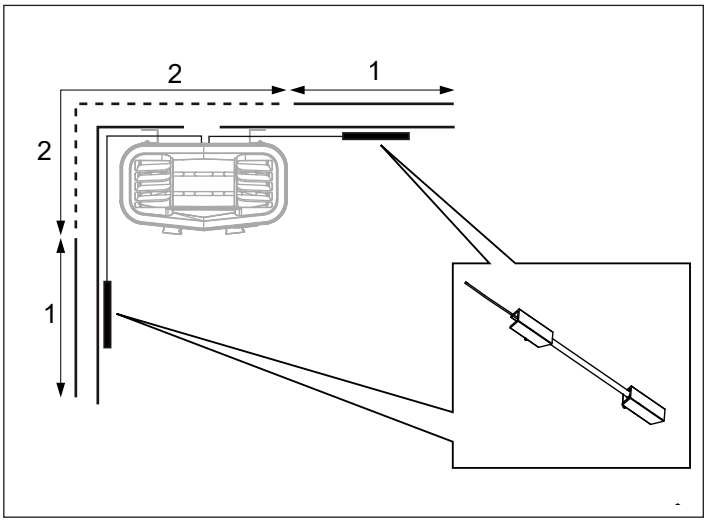

Rysunek 11: Umiejscowienie czujnika temperatury
7. Montaż uchwytu czujnika temperatury na ścianie (patrz rys. 11). Wybierz położenie nr 1, jeśli to możliwe. Położenie nr 2 zredukuje temperaturę w saunie.